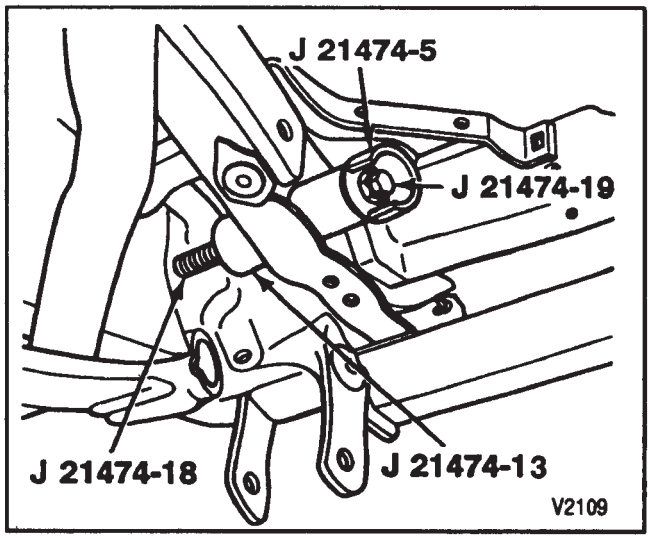

Figure 6—Installing Shackle Bushing
1. Shackle bushing using tools J 21474-18, J 21474-13, J 21474-19, J 21474-5 (figure 6).
- Assemble tools as shown in figure 6 and pull the bushing into the frame rail until the flanged portion of the bushing is flush with the rail.